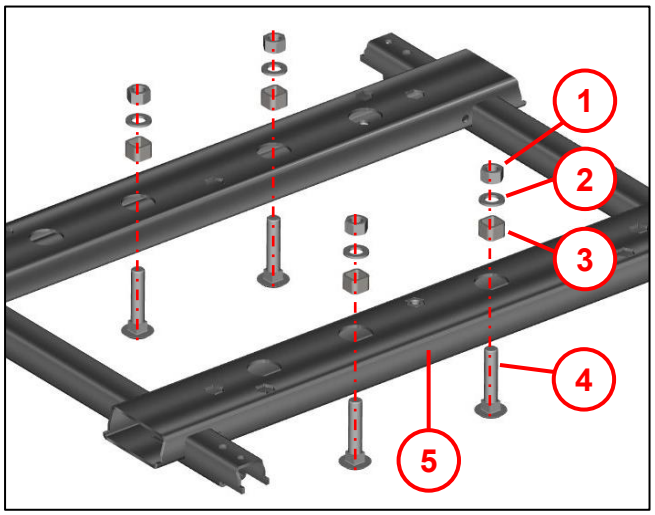
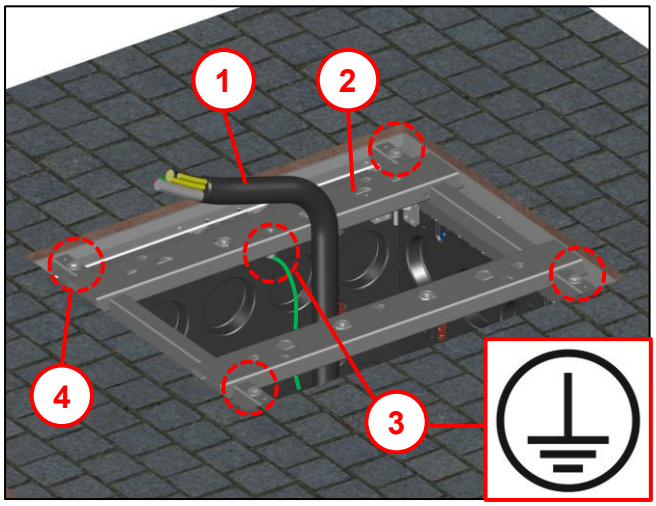

Abb. 19
Abb. 20
- bei Verschraubung Größe M16 mit Flachrundschraube **(4)**, Abb. 19 beachten, sonst weiter zu Abb. 20.